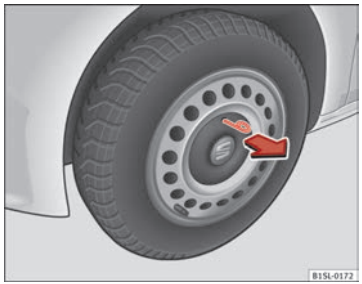

Fig. 141 Retirez l'enjoliveur de la jante en acier.
- *Pour les retirer*, prenez le crochet en fil de fer fourni avec l'outillage de bord et accrochez-le au bord de l'enjoliveur ⇒ fig. 141.